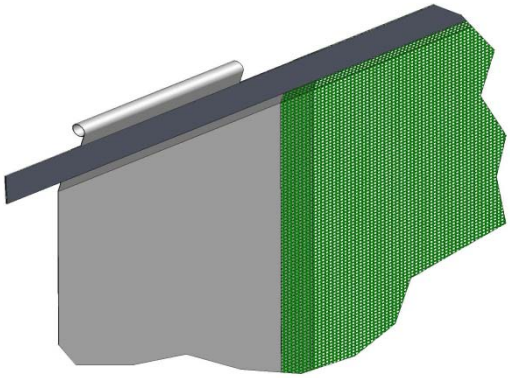

Abbildung 11
4.1 Ausrichtung des Paneels (A1): Die Gewebegurte sind nach außen gerichtet; die Oberseite lässt sich an den beiden 400 mm langen und 40 mm breiten Taschen erkennen, die sich an den beiden Enden des Paneels befinden (Abbildung 11).